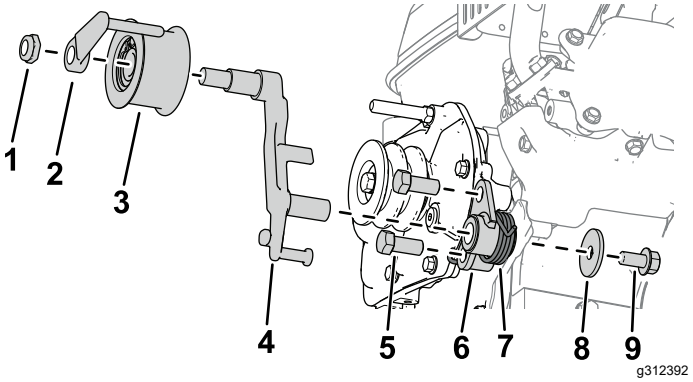

Figuur 3
5. Monteer de beugel van de koppeling met 2 bouten (7/16" x 1") aan de tandwielkast zoals getoond in Figuur 3.
6. Monteer de koppelingshendel aan de koppelingsbeugel (Figuur 3).
7. Monteer de torsieveer met een ring (⅜" x 1⅜") en een bout (⅜" x ¾") aan de koppelingsbeugel zoals getoond in Figuur 3.
8. Monteer de spanpoelie aan de koppelingshendel met een riemgeleider en een zeskantige moer (Figuur 3).